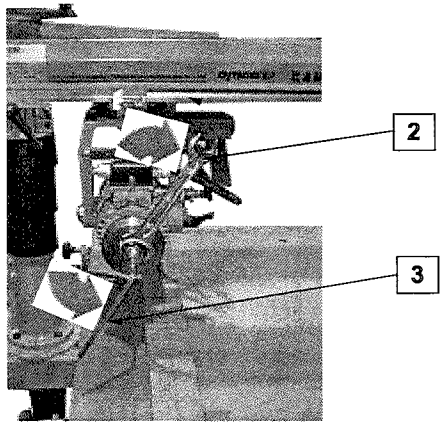

Fig. 3
3. Using a CH 32 wrench (**2**) and an 8 mm Allen wrench (**3**), remove the fixing nut and outer flange. Fig. 3.